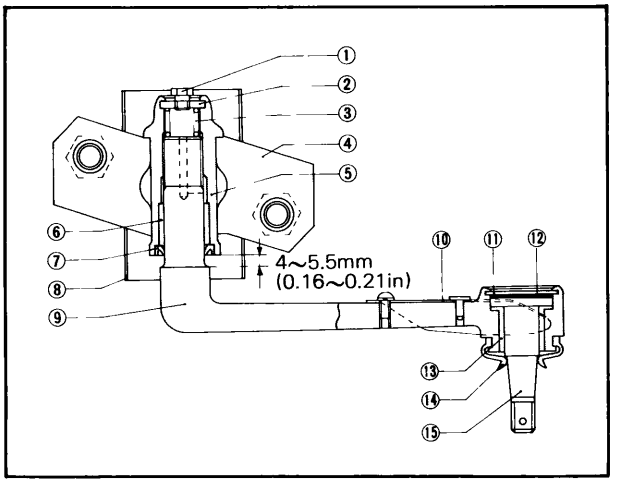

Fig. 10–24 Idler arm cross section
a) Check the clearance between the idler arm edge and the idler housing end as shown in Fig. 10–24. The clearance should be **4.0 ~ 5.5 mm (0.16 ~ 0.21 in).**